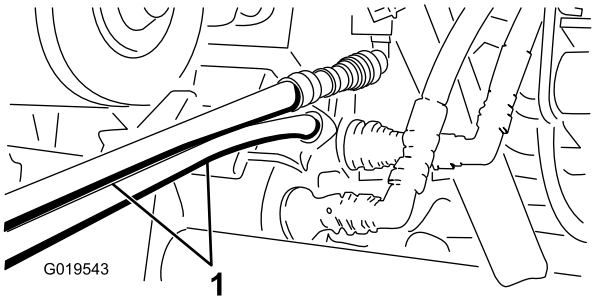

Figur 77
4. På det andet køretøj: Forbind de to slanger med koblingen, der stadig sidder i koblingsholderen (forbind topslangen med topkoblingen og bundslangen med bundkoblingen) (Figur 77). Tildæk alle ubrugte fittings.